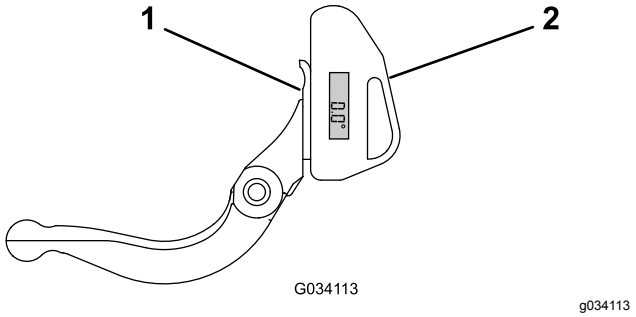

Figure 27
1. Placez l'indicateur d'angle sur le côté inférieur de la contre-lame, comme montré à la Figure 27.